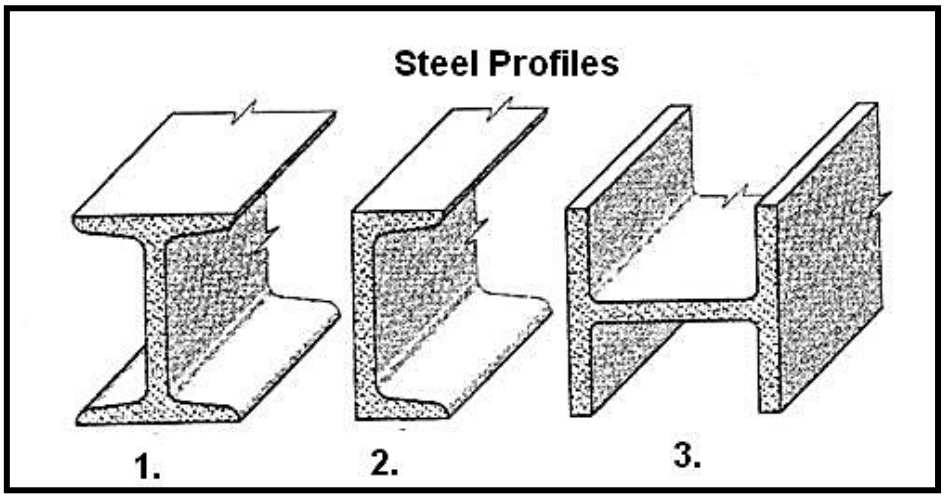

Figure 1.6
1.6 FIGURE 1.6 shows THREE different metal profiles. Write down the numbers 1–3 below one another and next to the number the name of that specific profile used in the industry.